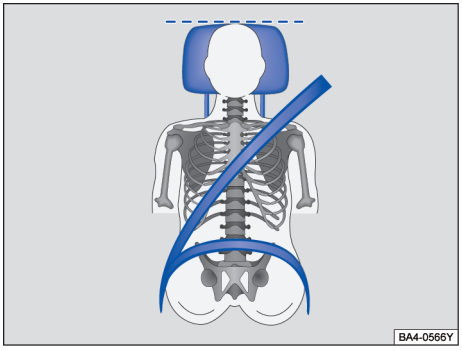

图 25 驾驶员头枕的正确位置
– 调节头枕，使头枕的上沿与您的头顶等高，不可低于眼睛，头部尽可能贴近头枕→ 图 25。
– 调节头枕，使头枕上沿与头顶等高，但勿低于眼睛，头部尽可能靠近头枕→ 图 25。
– 正确调节头枕，使其上沿与头顶等高，但勿低于眼睛，头部尽可能贴近头枕→ 图 25。